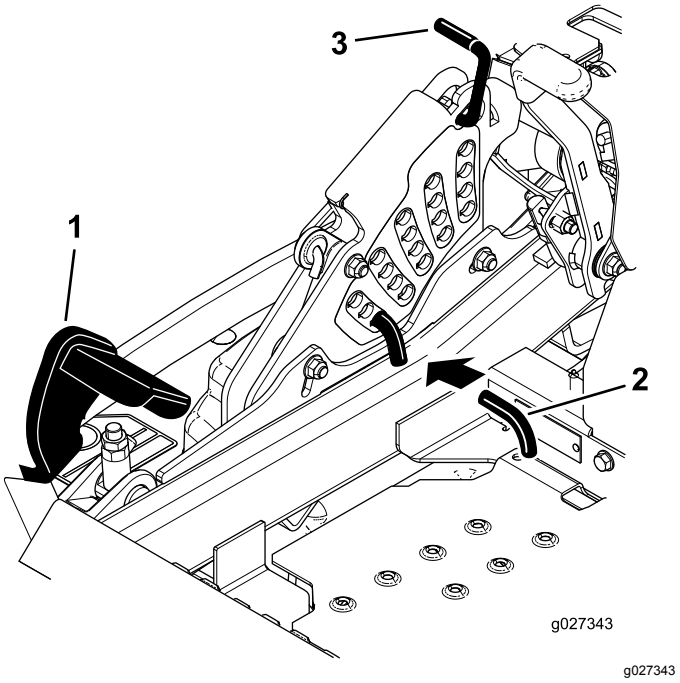

Figur 31
2. Trykk på løftepedalen for klippeenheten for å heve denne til transportstillingen (samme som klippehøydestilling 140 mm) som vist i Figur 31.
3. Drei pinnen 90 grader og ta den ut av klippehøydebraketten for å justere klippehøyden (Figur 31).
4. Velg det hullet i klippehøydebraketten som svarer til ønsket klippehøyde, og sett inn pinnen (Figur 31).